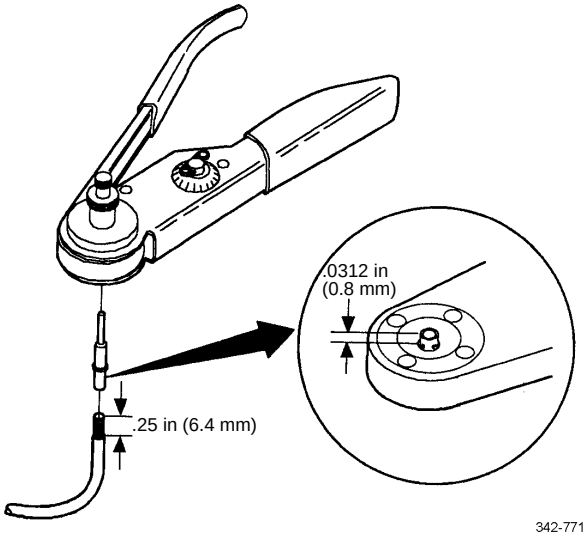

Figure 14. Setting Wire Gage Selector and Positioning Contact.
(1) Strip approximately 1/4 in (6.4 mm) of insulation from cable.
(2) Remove lock clip, raise wire gage selector, and rotate knob to number matching gage wire being used.
(3) Lower selection and insert lock clip.
(4) Position contact so that the crimp barrel is 1/32 in (0.8 mm) above four indenters (Figure 14). Crimp cable.